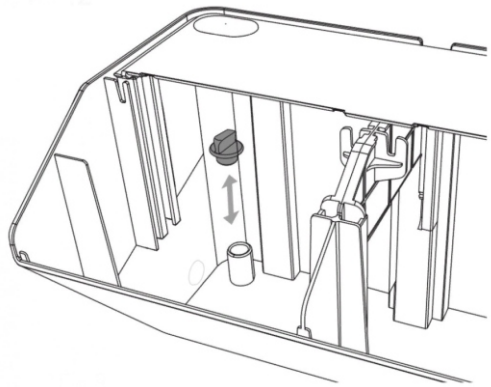

Рис. 8
- Если фитомодуль установлен в месте, подверженном частым осадкам, мы рекомендуем извлечь красную заглушку, как показано ниже, чтобы предотвратить переполнение системы дождевой водой. См . (рис. 8)